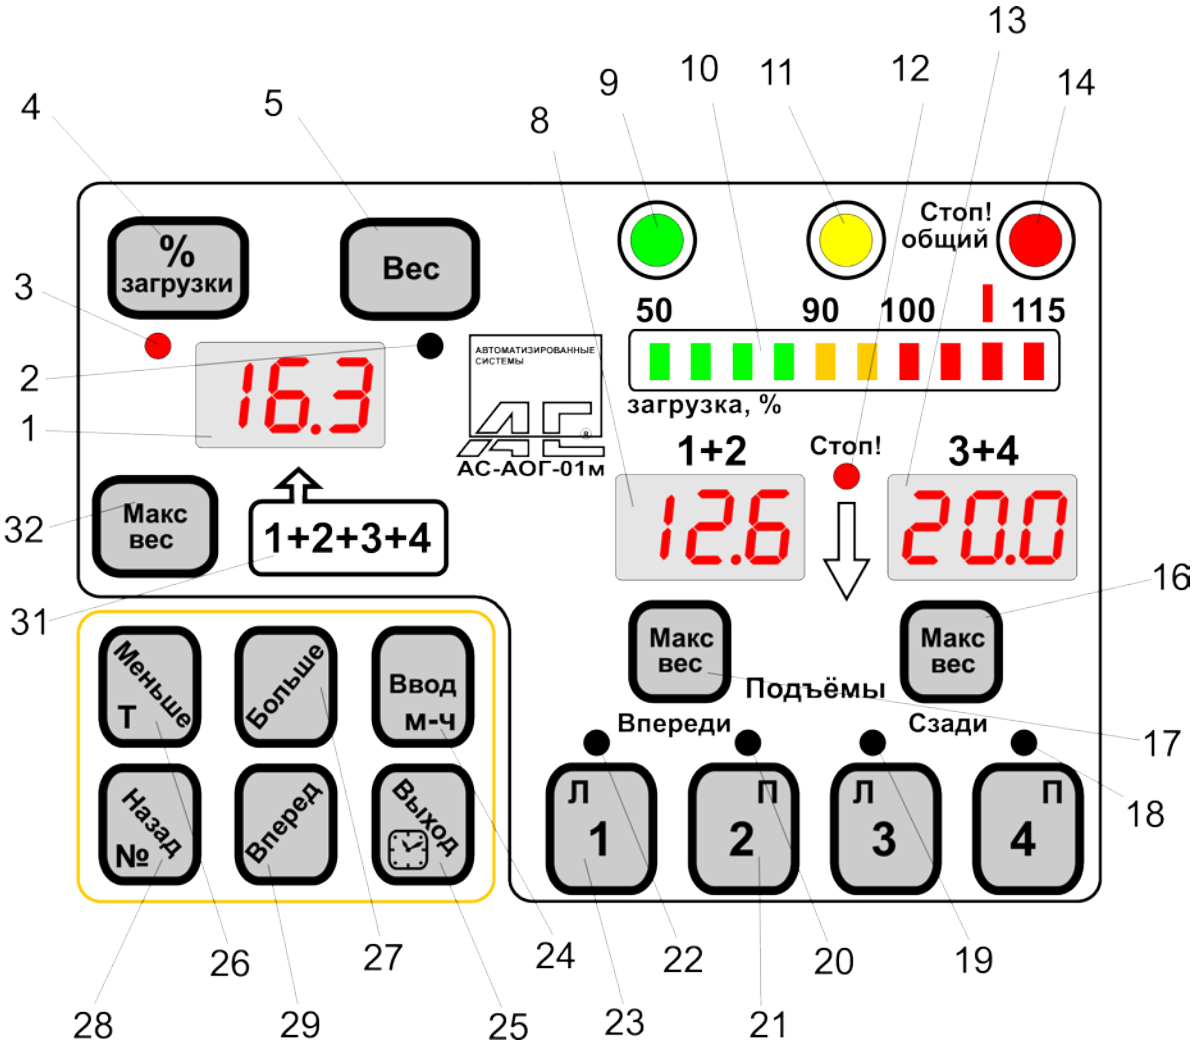

Рис. 4
6.4.8. На панели индикации и управления блока АОГ, Рис.4, расположены: линейный аналоговый индикатор загрузки, 3 цифровых дисплея, характеризующих режим работы подъёмника и кнопки управления.